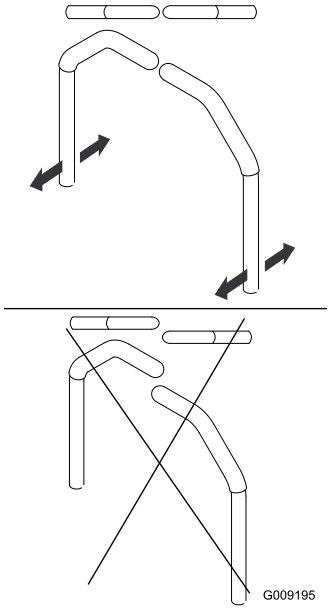

Figuur 77
4. Zet de hendels in de lengterichting door deze naar elkaar in de neutraalstand te brengen. Schuif de hendels tot ze op één lijn staan en draai de bouten vast (Figuur 77).